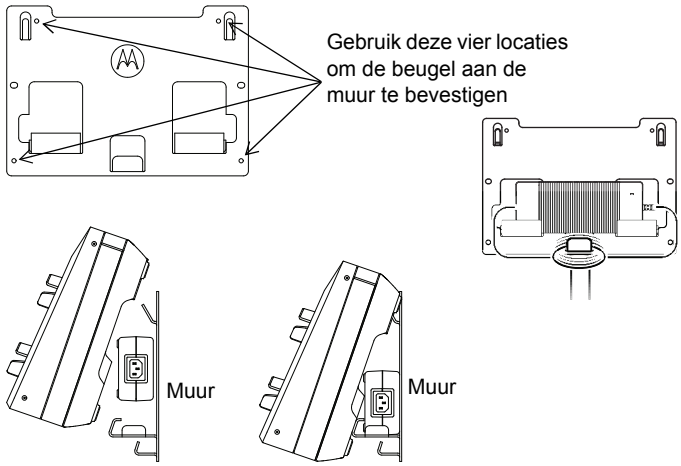

Afbeelding 17: De oplader voor meerdere apparaten aan de muurbeugel monteren
4. Hang de oplader voor meerdere apparaten aan de muurbeugel, zoals weergegeven in Afbeelding 17.